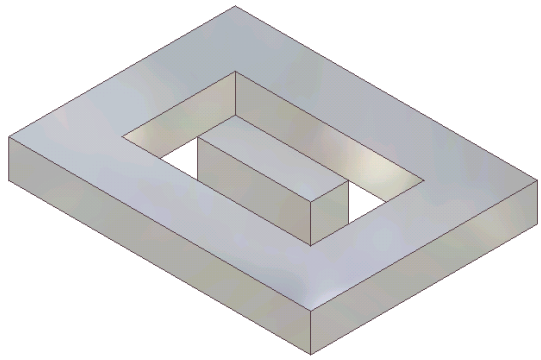
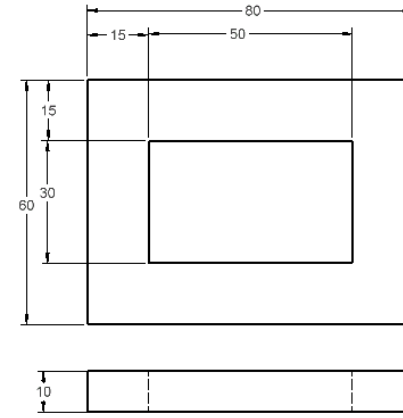
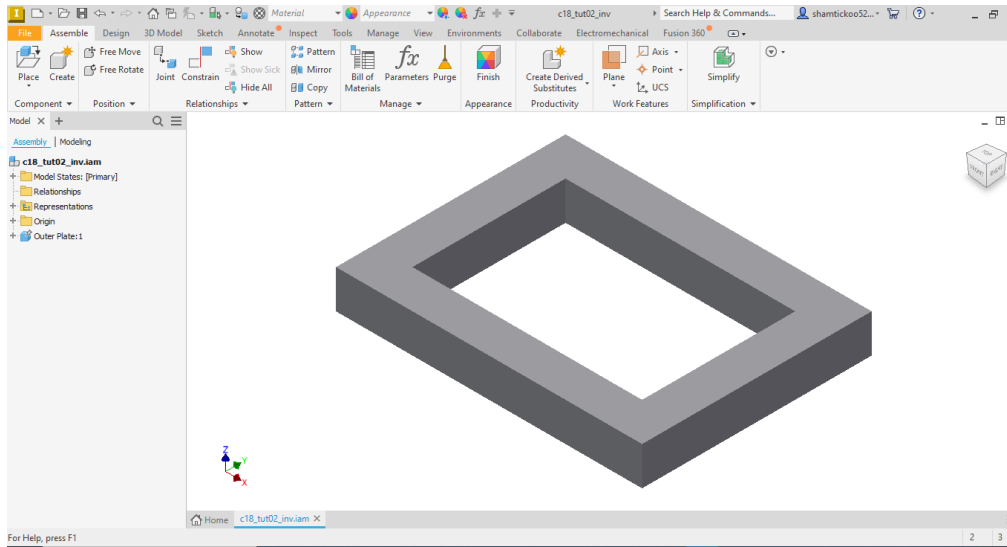

Figure 18-32 *Assembly for Tutorial 2*
Figure 18-33 *Dimensions of the Outer Plate*
Figure 18-34 *Assembly after creating the Outer Plate*
In this tutorial, you will create an assembly of the Outer Plate and the Inner Plate shown in Figure 18-32. The dimensions of the Outer Plate are shown in Figure 18-33. Create the Inner Plate as an adaptive part such that it automatically adjusts its size to fit inside the Outer Plate. Apply the Mate constraint with an offset of 10 mm to all the outer faces of the Inner Plate and the inner faces of the groove in the Outer Plate. After assembling the components, edit the inner cavity of the Outer Plate such that the Inner Plate again automatically adjusts its size.
4. Create the Outer Plate on the top plane. After creating the Outer Plate, return to the assembly file. The assembly file after creating the Outer Plate is shown in Figure 18-34. For dimensions, refer to Figure 18-33.